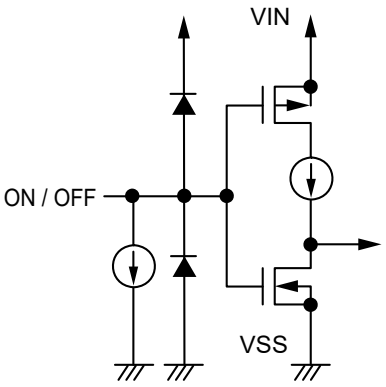
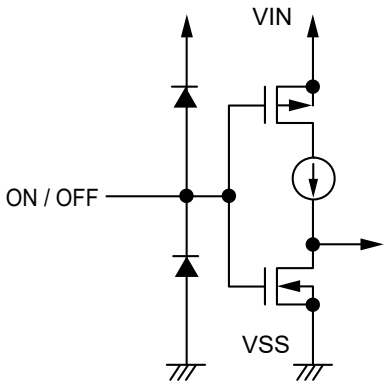

Figure 17 S-1315 Series A / C type
Figure 18 S-1315 Series B / D type
Note that the current consumption increases when a voltage of 0.25 V to 1.0 V is applied to the ON / OFF pin. The ON / OFF pin is configured as shown in **Figure 17** and **Figure 18**.
***1**. Note that the IC's current consumption increases as much as current flows into the constant current when the ON / OFF pin is connected to the VIN pin and the S-1315 Series A / C type is operating (refer to **Figure 17**).